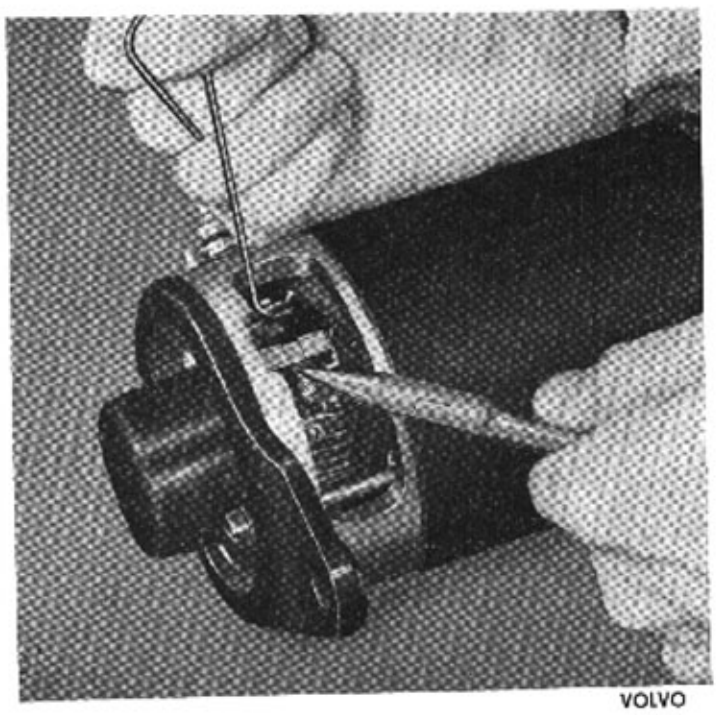

Bild 32-6. Demontering av elborste
1. Skruva loss elborstarnas anslutningsledningar. Lyft upp fjädrarna för elborstarna med en krok och drag upp elborstarna, se bild 32-6.